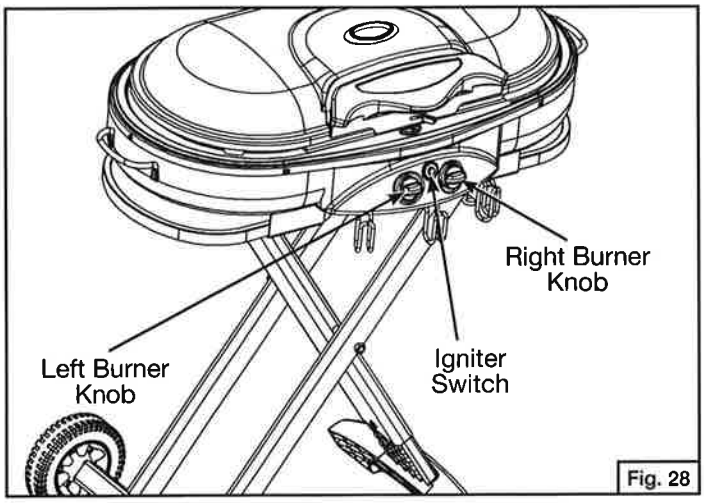

Fig. 28
1. Push and turn burner valve to HIGH/LIGHT then push igniter button repeatedly until burner lights. (Fig. 28 and 29)